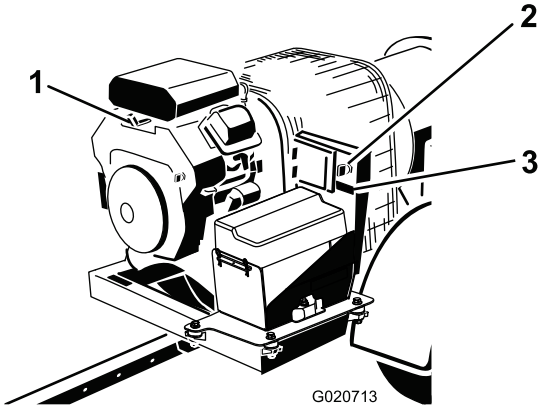

Figur 10
3. Vrid tändningsnyckeln till startpositionen och släpp den sedan snabbt i det påslagna läget (Figur 10). Därmed aktiveras mottagaren.
4. Vrid nyckeln till det avstängda läget och ta ut den ur tändningen om du ska lämna maskinen utan uppsikt (Figur 10).